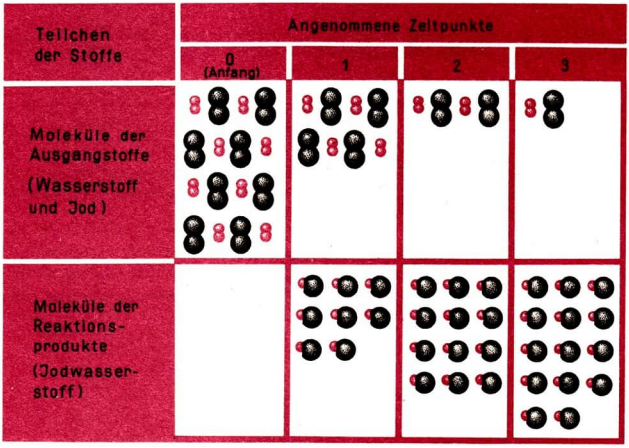

Abb. 6 Zusammenhang zwischen Konzentration und Zeit bei der Reaktion von Wasserstoffmolekülen mit Jodmolekülen zu Jodwasserstoffmolekülen
In einem abgeschlossenen Raum, in dem beispielsweise die Reaktion zwischen Wasserstoff und Jod unter Bildung von Jodwasserstoff ablaufen soll, werden zu verschiedenen Zeitpunkten die Konzentrationen der Ausgangsstoffe Wasserstoff und Jod sowie des Reaktionsproduktes Jodwasserstoff betrachtet. Wenn man sich vorstellt, der Reaktionsverlauf könnte in sehr kleinen, gleichen Zeitabständen fotografiert werden, dann würden die erhaltenen Momentaufnahmen die augenblicklich vorhandenen Anzahlen aller Teilchen, die sich im gleichbleibenden Volumen des Reaktionsgefäßes befinden, erfassen. Abbildung 6, Seite 18, veranschaulicht den Zusammenhang zwischen Konzentration und Zeit am Beispiel willkürlich gewählter Teilchenanzahlen für die Jodwasserstoffsynthese. ② ③